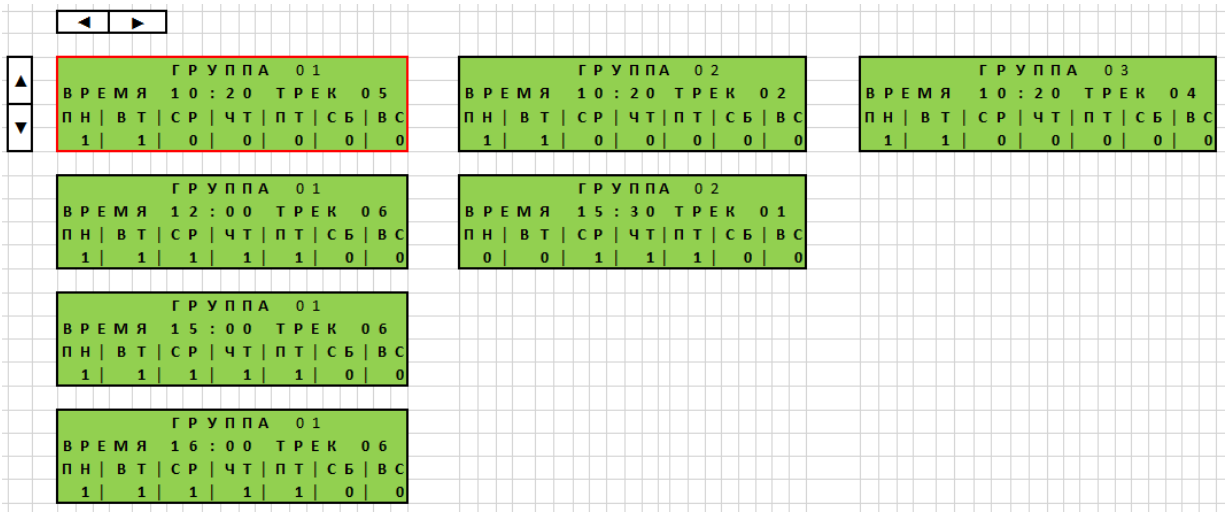

Рис. 3.10
3.4.2. При выборе вкладки «Сценарии групп» отображаются страницы групп (см. рис.3.10).